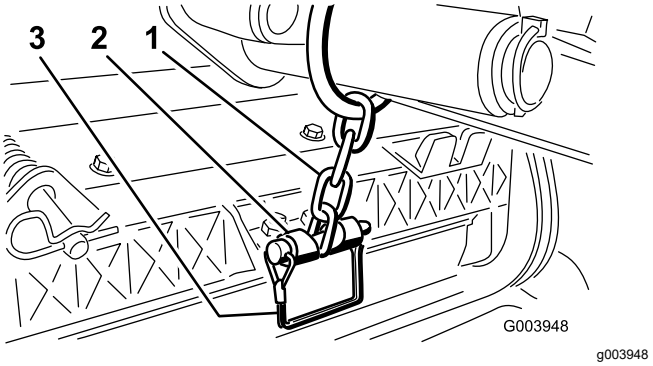

Figur 12
14. Fastgør løftearmskæden til kædebeslaget med låsestiften (Figur 12).